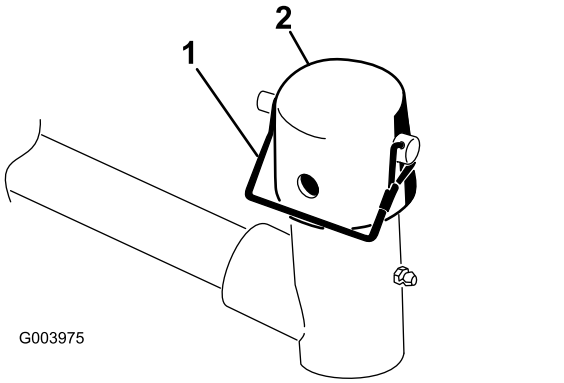

Figur 10
7. Fjern ringstiften fra løftearmens dreiegaffel. Ta deretter av påfyllingslokket (Figur 10).
11. Fest hetten og bærerammeakselen til løftearmsgaffelen med låsestiften (Figur 10).